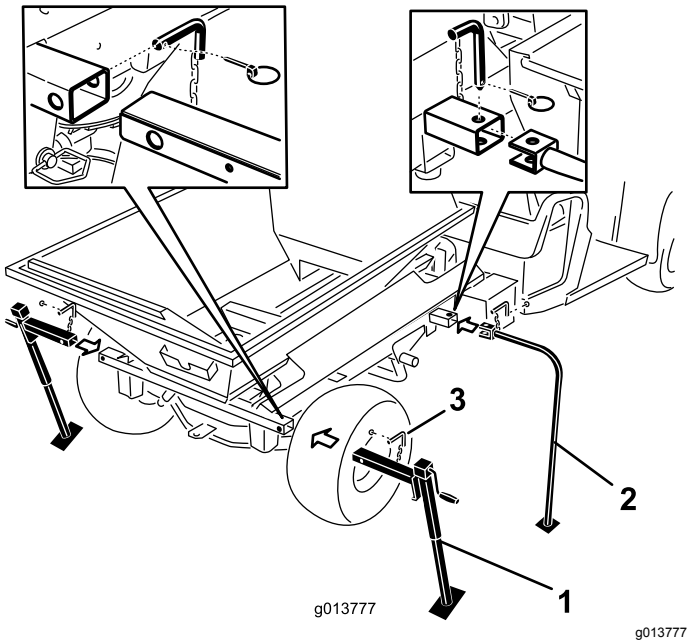

Figur 49
7. Sett de fremre lagringsbena og de bakre jekkstøttene inn i rørene på maskinen, og fest dem med låsestiftene (Figur 49).